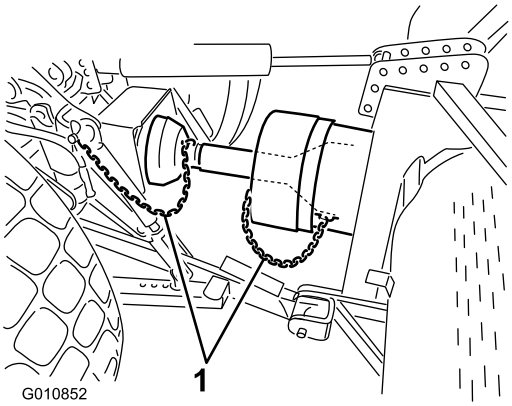

Figur 22
6. Tilslut sikkerhedsafskærmningskæderne til kraftudtagsskærmen og traktorens beslag (Figur 22). Sørg for, at kæderne forbliver slække, når dybdelufteren hæves eller sænkes.